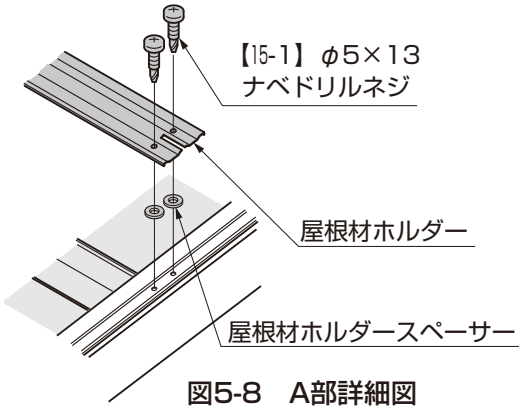
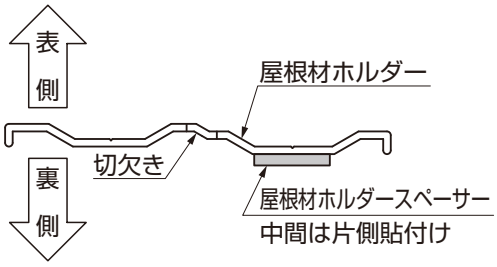

図5-8　A部詳細図
図5-9　屋根材ホルダー断面図
- ●屋根材ホルダー下面に屋根材ホルダースペーサーを貼付けてください。(端部：図5-8、中間：図5-9参照)